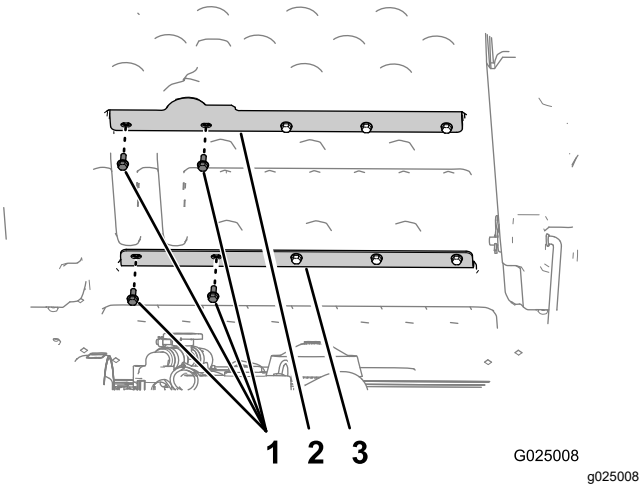

Figur 4
1. Ta bort de två skruvarna längst till vänster (5/16 x ¾ tum) som håller fast det övre flakstödet på flaket (Figur 4).
2. Ta bort de två skruvarna längst till vänster (5/16 x ¾ tum) som håller fast det nedre flakstödet på flaket (Figur 4).